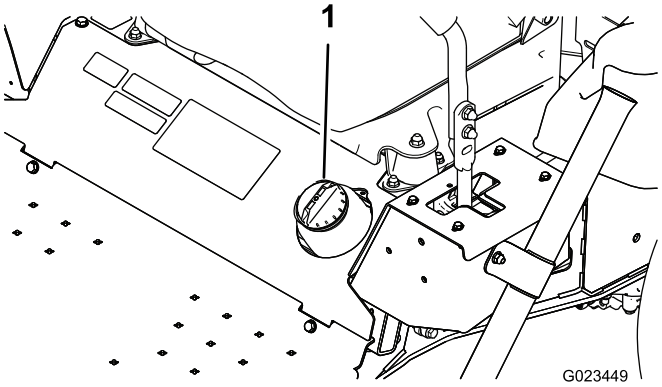

Figuur 17
1. Maak de omgeving van de dop van de brandstoftank schoon (Figuur 17).